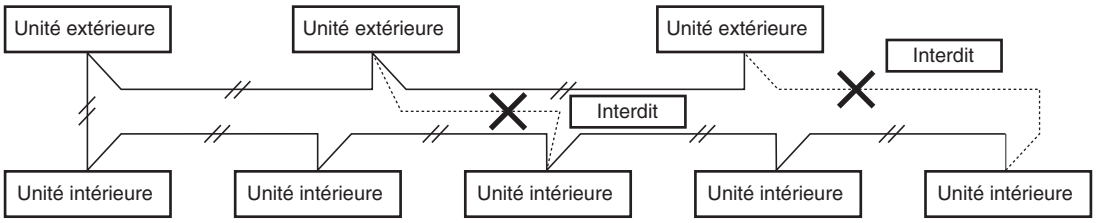

Fig. 4-3
(2) N'installez pas le câble de commande entre unités de manière à former une boucle. (Fig. 4-3)